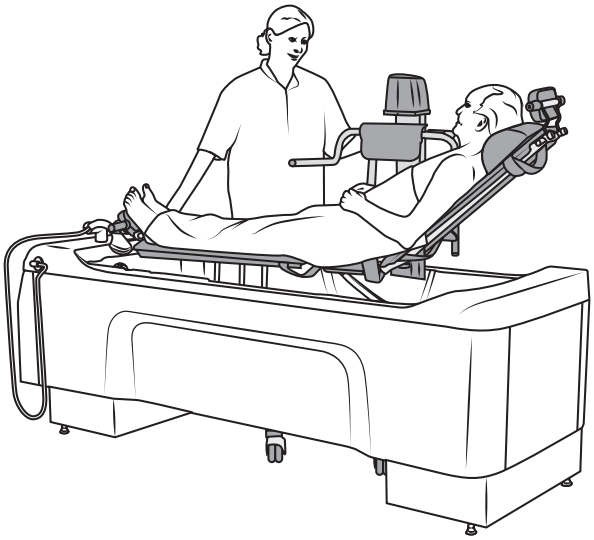

Abbildung 41
6. Den Badeliegelifter mit dem Patienten über die Classic Line 2 Badewanne bewegen. Siehe Abbildung 41.